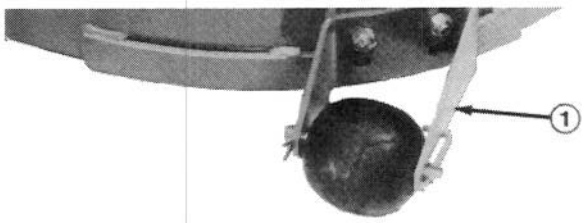

Figure 2
1. Enlever les goupilles fendues qui fixent les axes des rouleaux à la surface inférieure de l'unité (Fig. 2).